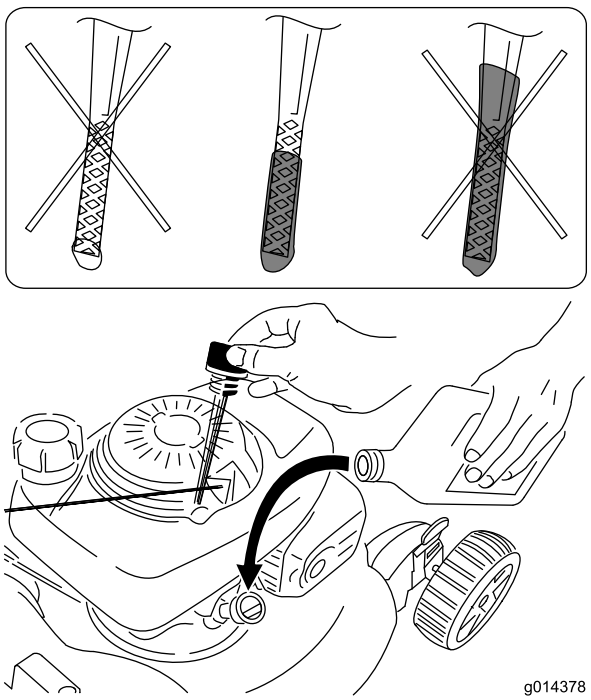

Figura 6
2. Estraete l'asta di livello e asciugatela con uno straccio pulito. (Figura 6).
3. Controllate il livello dell'olio. Inserite l'asta di livello nel tubo di riempimento dell'olio fino a che non si ferma, estraetela e confrontate il livello dell'olio con quanto riportato nel disegno in Figura 6.
4. Versate **lentamente** piccole quantità di olio nel tubo di riempimento, controllatene di tanto in tanto il livello con l'apposita asta fino a quando l'asta non indica che il motore è pieno, come illustrato in Figura 6. **Non riempite troppo.** (Riempimento massimo: 0,55 litri, **tipo: olio detergente SAE 30** con classificazione API SH, SJ, SL o superiore.)